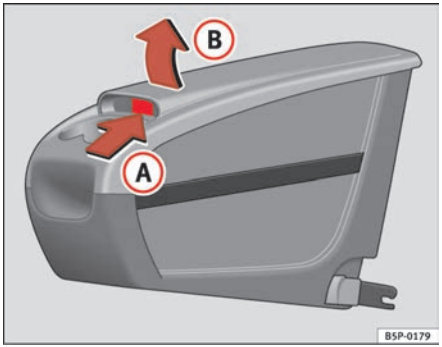

Fig. 114 Mobile stowage compartment Opening
– Lift the cover (B), in area (A) ⇒ page 142, fig. 114.